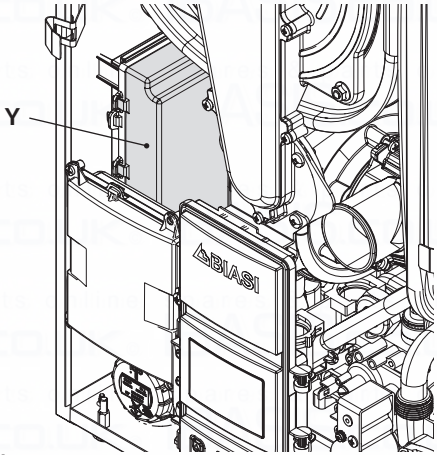

Fig. 6.16
- Identify the terminal block cover lid "Y" (Fig. 6.16) and open it.